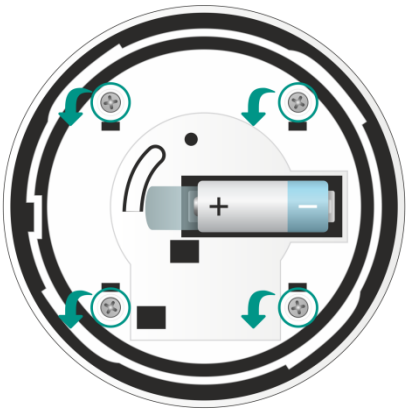

Рис. 5.2. Снятие крышки корпуса датчика
3. Выкрутите 4 винта, расположенных вокруг отсека для батарейки (Рис. 5.2).